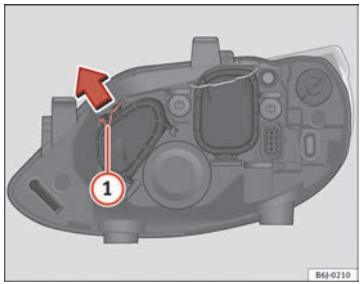

Fig. 152 Luz de posición
– Desplace el tirante (1) en el sentido de la flecha y saque la tapa ⇒ fig. 152. ▶